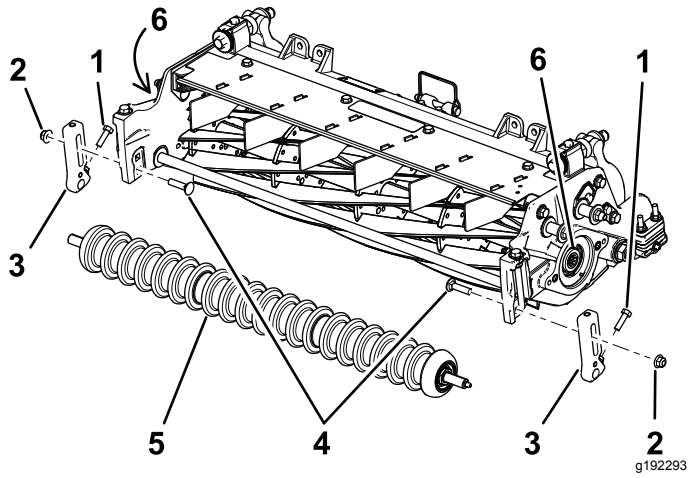

図 3
2. 刈高ブラケットをカッティングユニットのサイドプレートに固定しているキャリッジボルトとロックナットを外す図 3。
3. 刈高ブラケットをローラシャフトの前に固定しているねじをゆるめる図 3。
4. カッティングユニットのサイドプレートから既存の刈高ブラケットと前ローラを取り外す図 3。
6. リールシャフトの両端についている既存のスプライン付きインサートを外して捨てる7" リールには P/N TOR4074 を使用。図 3を参照。